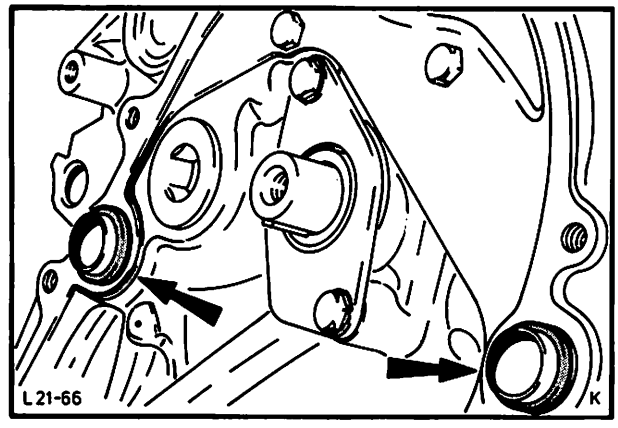

Abb. 115 Führungshülsen mit Dichtringen
43. Beide Führungshülsen mit aufgeschobenen Dichtringen ohne Dichtmasse in den Zylinderblock einführen, die angefaste Seite der Führungshülse muß zum Stirnraddeckel zeigen, Abb. 115.